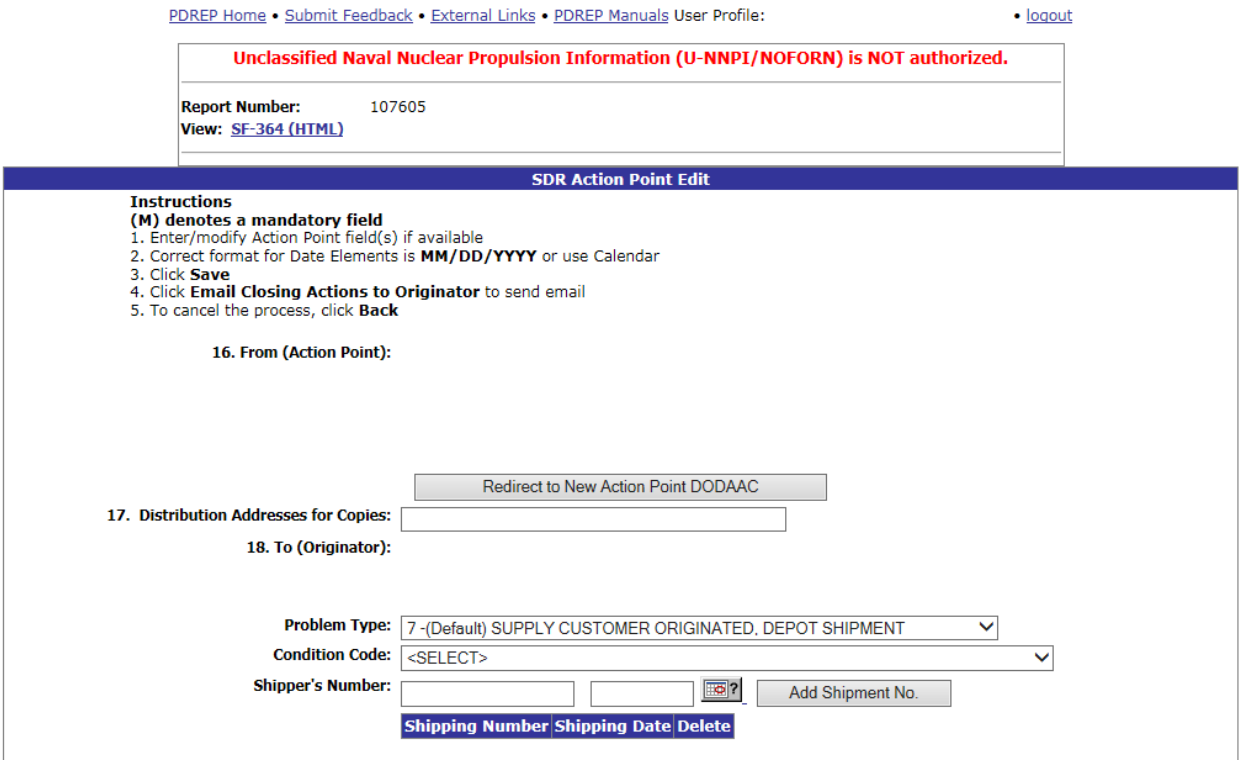

Figure 7.6
13. To redirect a SDR, click the "Redirect to a New Action Point" button, the redirect web page will appear. See Figure 7.6.